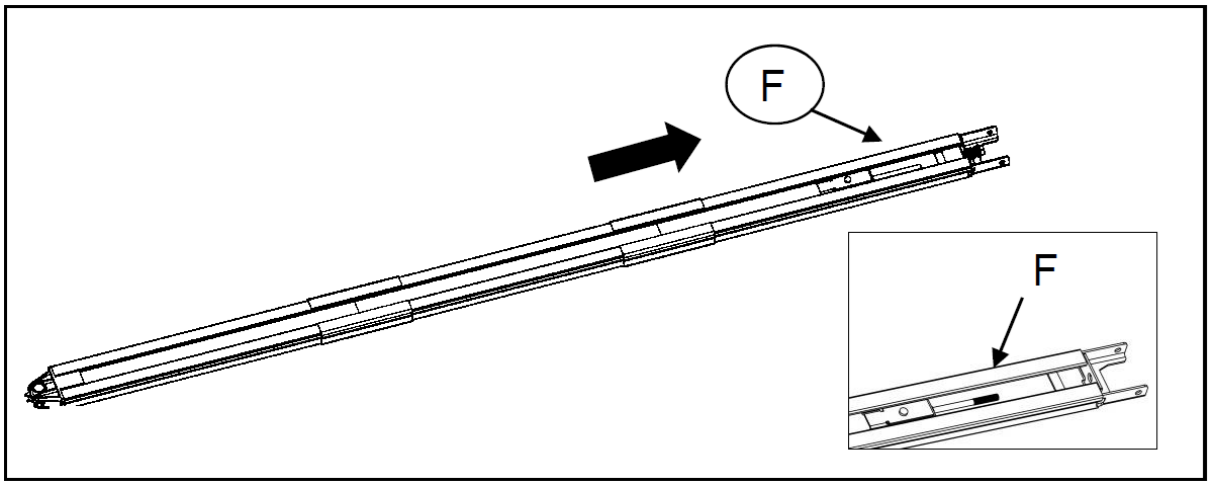

Afbeelding 8
2. Knip de plastic draad af; trek de schroefstang samen met de binnenketting naar de eindrailpositie (Afb. 8)